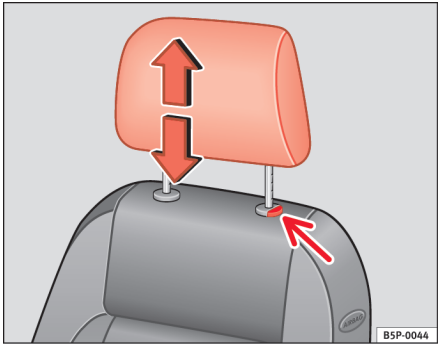

Fig. 66 Indstilling eller afmontering af hovedstøtte
– Tryk på knappen ⇒ fig. 66 (pil).